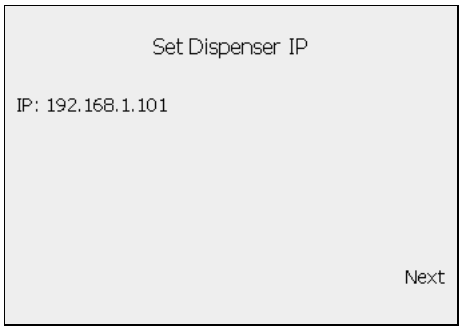

Figure 13-18 Set Dispenser IP Screen
d. You are returned to the Set IP screen (Figure 13-18 on page 102). Press SoftKey #8 to select **Next**.